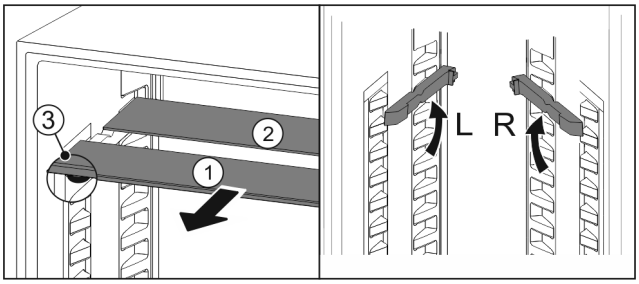

Fig. 112
▶ Extrageți *Fig. 112 (1)* pe rând plăcile de sticlă spre înainte.
▷ Placa de sticlă *Fig. 112 (1)* cu șipca decorativă se află în față.
▷ Opritoarele *Fig. 112 (3)* indică în jos.